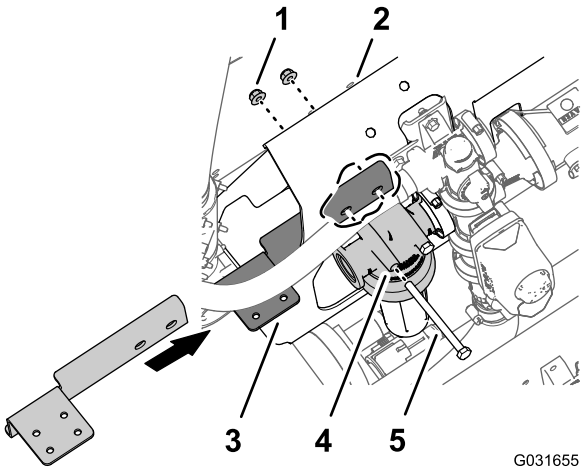

Figur 222
4. Fjern de to flenslåsemutrene (5/16 tomme) som fester filterhodet til manifoldfestet (Figur 222).
5. Innrett hullene i den lange flensen på avstengingsventilfestet (Toro-delenr. 131-3725-03) med de to boltene (5/16 x 4 tommer) på forsiden av manifoldfestet (Figur 222).
6. Fest avstengingsventilfestet til manifoldfestet og boltene med de to flenslåsemutrene som du fjernet i trinn 4 (Figur 222).